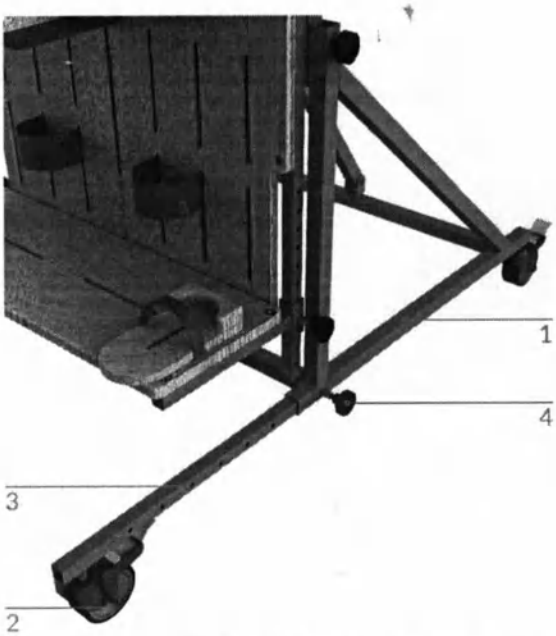

Рис. 3 – Элементы основания опоры
Основание (рис. 3)
1. Демонтируйте с опоры передний и задний столики руководствуясь описанием выше и рис. 3. Если ложе опоры необходимо перевести в промежуточное (не горизонтальное) положение, то допускается оставить столики на опоре.
2. Придерживая ложе опоры ослабьте барашки (1) с левой и с правой сторон опоры.
3. Ослабьте барашек (2) на направляющей (3) и переведите ложе в горизонтальное (или промежуточное) положение. Зафиксируйте барашек (2), а затем барашки (1) с левой и с правой сторон опоры.
4. При наличии блокируемой газовой пружины вместо шага 3 выполните следующие действия: нажмите педаль сзади опоры и одновременно установить ложе в горизонтальное (или промежуточное) положение, а затем - зафиксируйте результат, отпустив педаль. После этого зафиксируйте барашки (1) с левой и с правой сторон опоры.